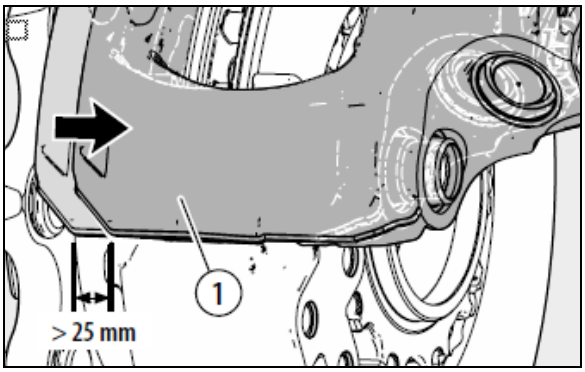

**FIGURE 47: FREE MOVEMENT OF CALIPER > 0.984 IN / 25 MM**
8. Caliper (1) must slide freely along the whole length of the guide pin arrangement; movement should be greater than 0.984 in / 25 mm. (see Figure 47).